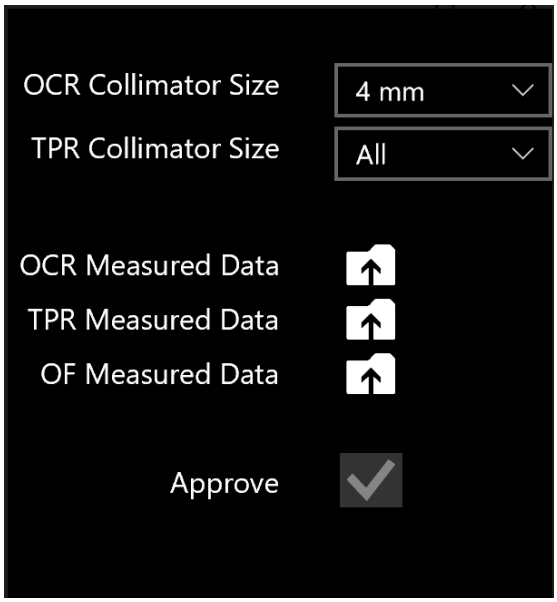

Abbildung 10.5: Hochladen gemessener Daten
- Klicken Sie auf das Symbol rechts von **gemessene OCR/TPR/OF-Daten** (siehe Abbildung 10.5).